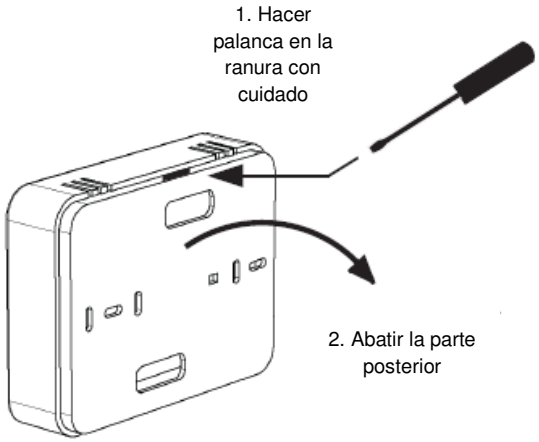

Fig. 10: Receptor y acceso al interior
3. Retirar la parte posterior del receptor haciendo palanca con cuidado en la ranura trasera. Ver Fig. 10.